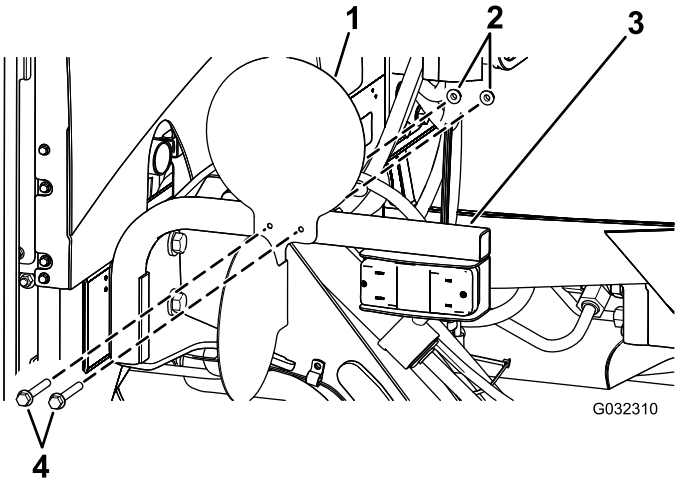

Figura 35
2. Fissate le piastre alle staffe del kit luci con 4 viti a testa esagonale (¼" x 2½") e 4 dadi di bloccaggio (¼") come mostrato nella Figura 35.